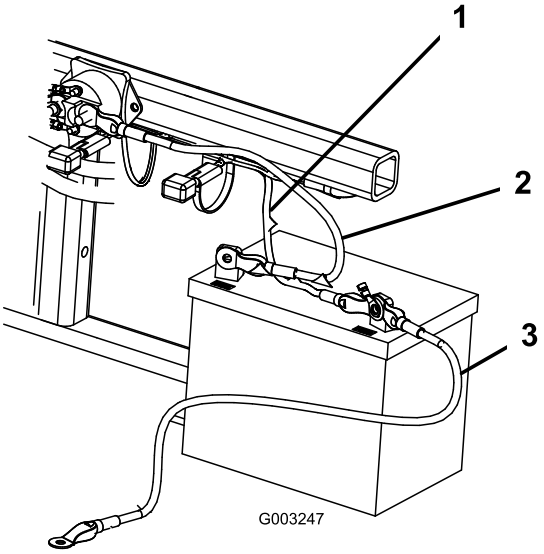

Figur 5
2. Fäst pluskabeln (röd) vid pluspolen (+) med en bult och låsmutter på 1/4-20 x 5/8 tum (Figur 5).
3. Fäst den lilla svarta kabeln och minuskabeln (svart) vid batteriets minuspol (-) med en bult ((1/4 x 5/8 tum) och låsmutter (1/4 tum) (Figur 5)